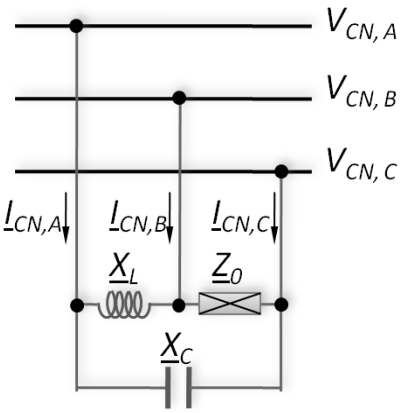

Figura D.37. Circuito Steinmetz, mostrando las tensiones V_{CN} y las corrientes I_{CN}.
- Los dos gráficos intermedios de la mitad derecha de la pantalla muestran las tensiones V_{CN} (ver Figura D.37) de las tres fases: a la izquierda se muestra el gráfico de las formas de onda y a la derecha se muestra su distorsión armónica, HD_k, para cada uno de los siete primeros armónicos impares de las tres fases. En la parte derecha de este segundo gráfico se muestran la distorsión armónica total, *THD*, de cada una de las fases.
- Los dos gráficos inferiores de la mitad derecha de la pantalla muestran las corrientes I_{CN} (ver Figura D.37) de las tres fases: a la izquierda se muestra el gráfico de las formas de onda y a la derecha se muestra su distorsión armónica, HD_k, para cada uno de los siete primeros armónicos impares de las tres fases. En la parte derecha de este segundo gráfico se muestran la distorsión armónica total, *THD,* de cada una de las fases.